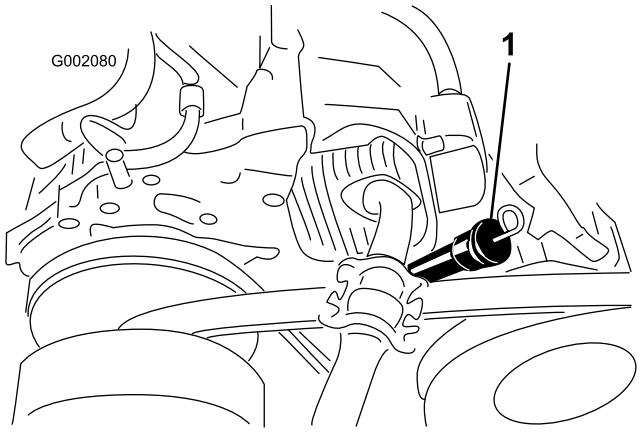

Figuur 18
3. Maak de omgeving van de vulbuis (Figuur 18) schoon met een vod zodat vuil niet in de vulbuis kan vallen en de motor beschadigen.
4. Verwijder de oliepeilstok en veeg het uiteinde schoon (Figuur 18).
5. Schuif de oliepeilstok helemaal in de vulbuis (Figuur 18).
8. Steek de oliepeilstok helemaal in de opening (Figuur 18).